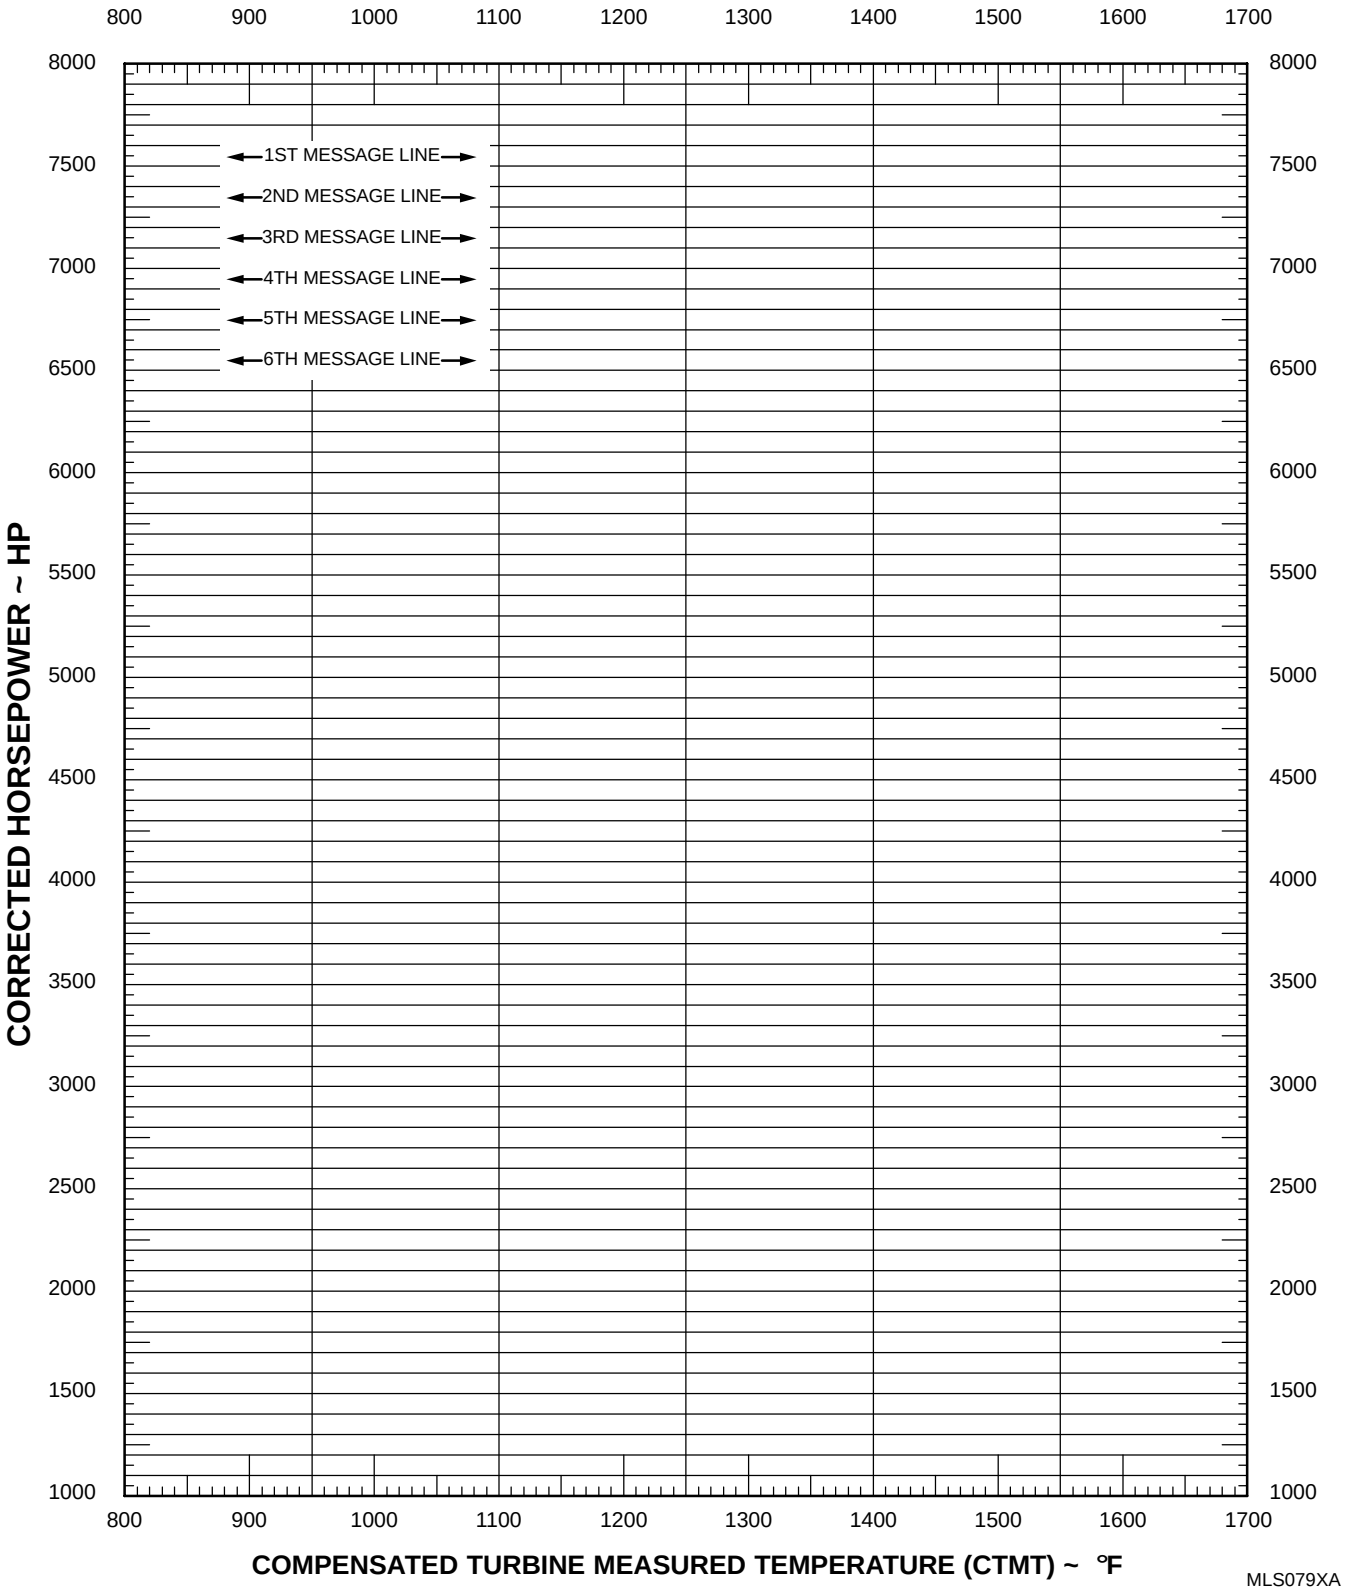

Figure 4. Corrected Horsepower Versus Compensated Turbine Measured Temperature
67. Plotting Horsepower and Fuel Flow. Plot the value obtained for corrected horsepower (paragraph 64 step f.) and the value obtained for corrected fuel flow (paragraph 65, step e.) versus the Compensated Turbine Measured Temperature on the Seal Level Calibration plots (figures 4 and 5) for each power setting.
c. Obtain CTMT value from Figure 4 at a corrected horsepower of 5318 HP. Record this value on log sheet.